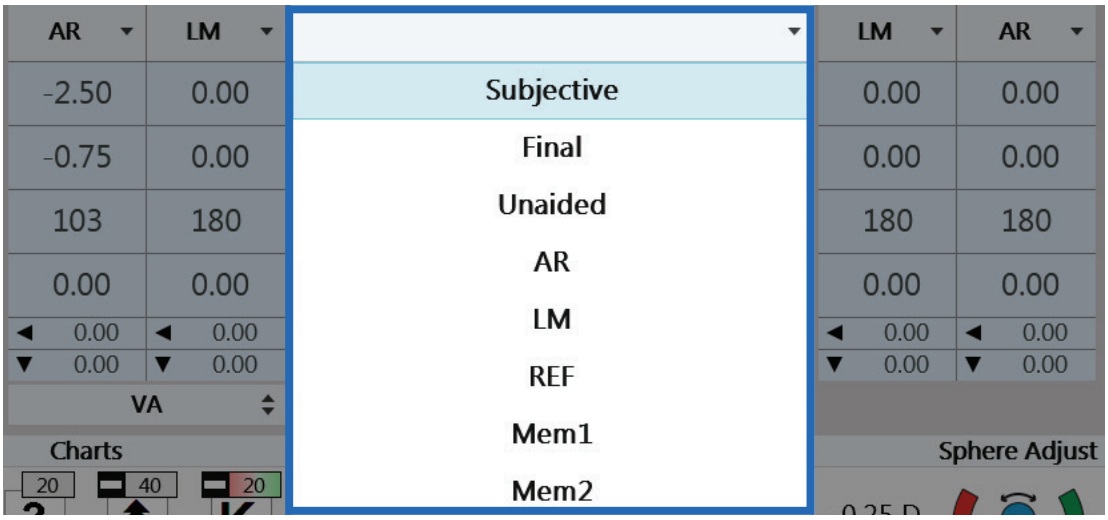

Figure PE-06, Data Input Drop-Down List
1. Tap the drop-down list in the main display area to open a list of different data sets. Refer to Figure PE-06.